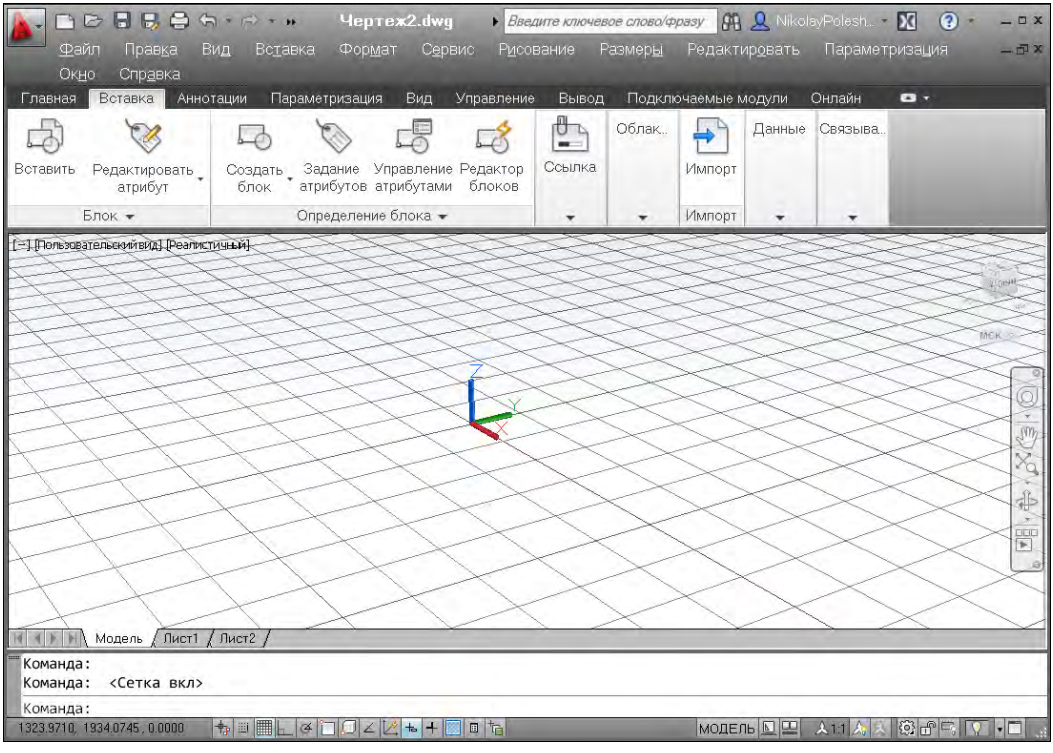
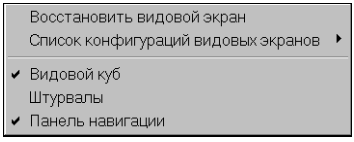

Рис. 10.4. Перспективная проекция в новом чертеже
Рис. 10.7. Меню управления конфигурациями видовых экранов
На рис. 10.4 показан новый чертеж, созданный с помощью шаблона acadiso3D.dwt. Особенностью этого чертежа является то, что в нем установлена перспективная проекция.
В версии 2012 в левом верхнем углу появилась небольшая, но емкая **панель управления видовым экраном** [−] [Верхняя] [2D каркас] (см. рис. 1.6), которая состоит из трех меню. Заголовком каждого из этих меню является текстовая строка. Щелчком левой кнопки мыши по заголовку можно раскрыть соответствующее меню. Сами меню показаны на рис. 10.7—10.9.
В системе AutoCAD доступна не только параллельная, но и перспективная проекция. На рис. 10.4 приведен пример перспективного вида.
Кнопка панели навигации и пункт **Штурвалы** (SteeringWheels) меню управления конфигурациями видовых экранов (см. рис. 10.7) соответствуют команде НАВШТУРВАЛ (NAVSWHEEL). Эта команда предназначена для вызова *штурвала* — введенного в версии 2009 инструмента быстрого перемещения по файлу чертежа с помощью курсора. Работая со сложной трехмерной моделью, вы можете с помощью штурвала без особых усилий облететь нужные объекты, осмотреть комнаты здания.
Еще одно средство быстрого управления видами появилось в версии 2009 — **Видовой куб** (ViewCube). Это специальное меню необычной формы (см. рис. 2.37), которое, как правило, постоянно находится на экране в правом верхнем углу (см. рис. 10.4). При необходимости его можно убрать с экрана (а потом снова восстановить) с помощью пункта **Видовой куб** (ViewCube) меню управления конфигурациями видовых экранов (см. рис. 10.7).
- меню систем координат текущего чертежа (на рис. 10.4 активной является МСК);